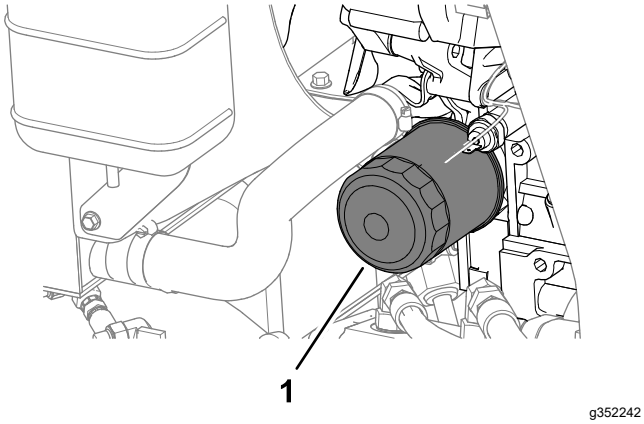

**Figur 71**
4. Avlägsna oljefiltret (Figur 71).